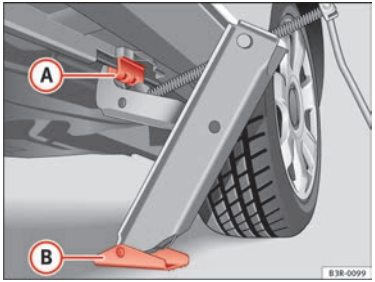

Fig. 198 Changing the wheel: Jack
– Align the jack so that the arm of the jack fits on the rib under the door sill ⇒ Fig. 198 (A) and the movable base plate of the jack (B) is flat on the ground.